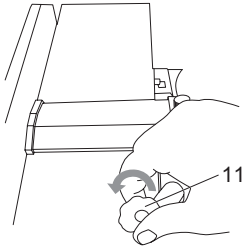

Fig. 10
> Gire la manivela de ajuste de la altura (11) en sentido antihorario para bajar la mesa de la cepilladora. (Fig. 10)